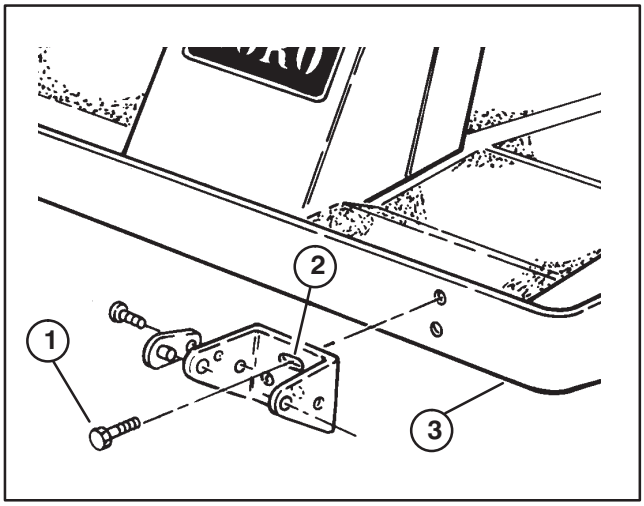

Figure 8
3. To install the mounting brackets, insert (2) 3/8–16 x 1” lg. flangehead capscrews through the slotted bracket holes. Thread the screws into the captivated frame nuts and torque to 45–50 ft–lb (Fig. 8).